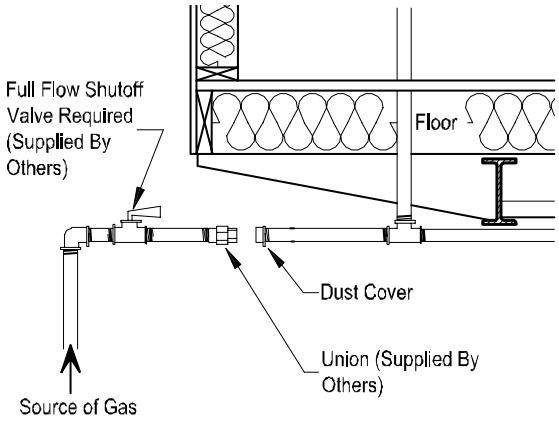

Figure 87. *Gas service connection*
3. **Remove cap.** Remove the protective cap from home inlet pipe and install a full flow shut-off valve at the supply inlet (**Figure 87**).